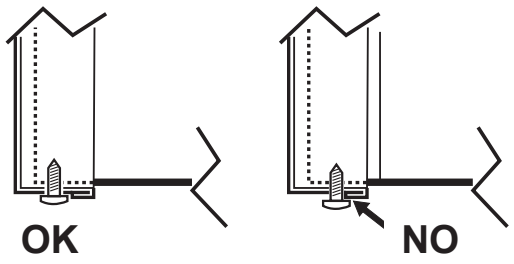

fig. 15 - montaggio con viti inferiori
3. Procedere in ordine inverso per rimontare il pannello anteriore. Assicurarsi che sia fissato correttamente al pannello superiore e completamente in appoggio sui pannelli laterali. La testa della vite "A", una volta serrata, deve essere posizionata come indicato in "fig. 15 - montaggio con viti inferiori").